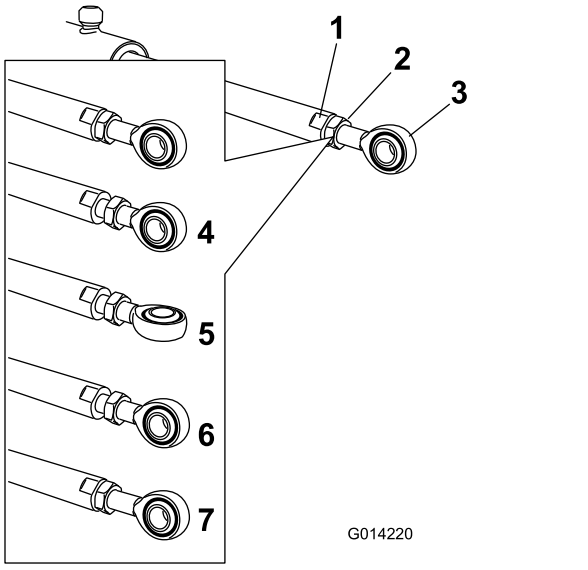

Figuur 97
5. Zet een moersleutel op de platte kanten van de actuatorstang om deze te immobiliseren en zet vervolgens de contramoer los zodat u de oogstang kunt bewegen (Figuur 97).
6. Draai de oogstang in de actuatorstang om de uitstekende actuator te verkorten of te verlengen tot de gewenste stand (Figuur 97).